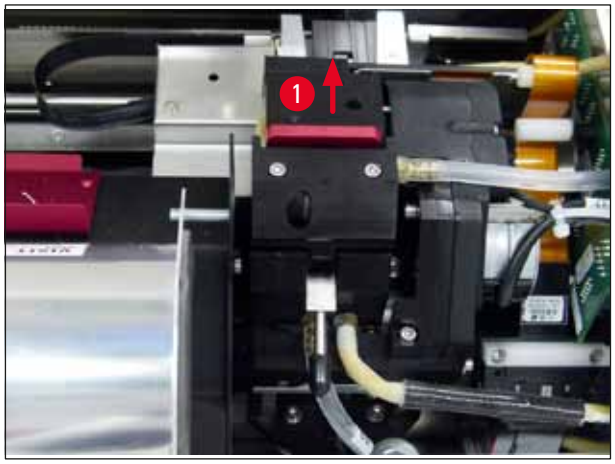

Fig. 52
2. Printhovedet (→ "Fig. 52-1") kører opad til en position ca. 1 cm fra tætningskanten (→ "Fig. 52").